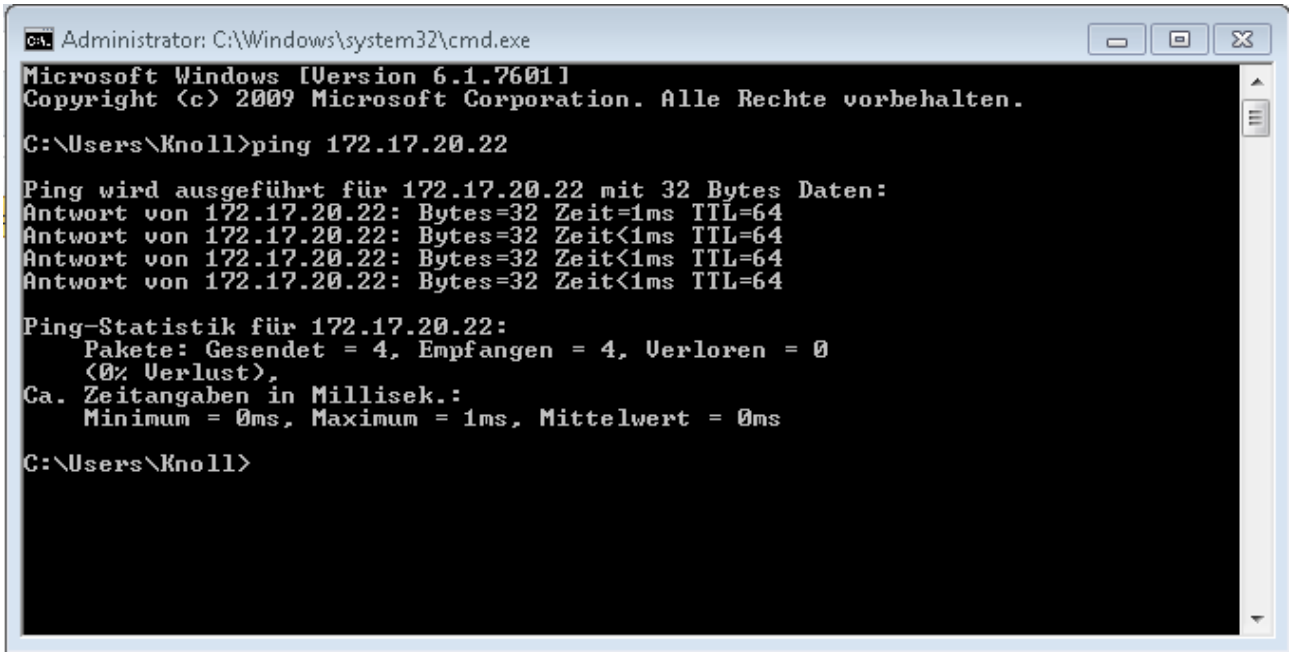

Fig. 14: Example for entering the ping command
▶ If the Ethernet interface is configured and connected correctly, the interface will return four responses within a very short time. See Fig. 14.